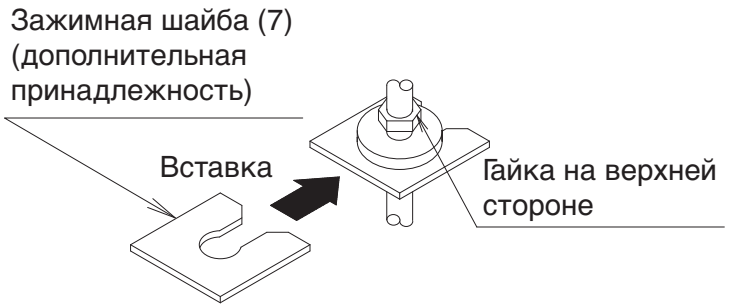

Рис. 3
Если используется зажимная шайба (7), верхняя шайба подвески (3) может быть защищена от спадания. **(См. Рис. 3)**